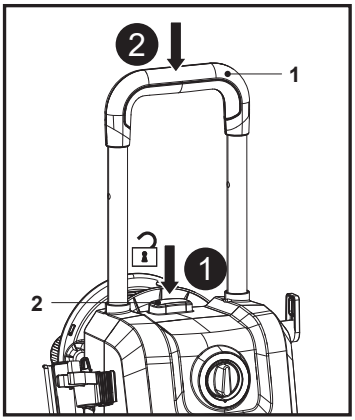

Fig. 17
2. Prima sem soltar o botão de bloqueio da pega (2) e, em seguida, prima a pega de transporte (1) para a recolher (Fig. 17).